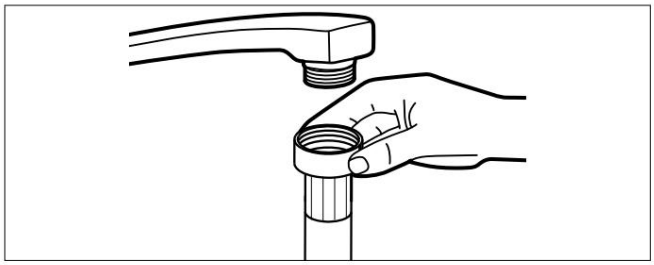

Rys. 9 – Podłączenie węża wodnego
Podłącz wąż doprowadzający wodę (22) do kranu z zimną wodą o gwincie 3/4” (patrz rys. 9).